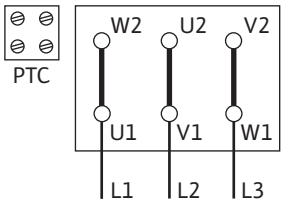

Fig. 14: 三角形电路
- 电源连接取决于电机功率 P2、供电电压和启动方式。接线盒中连接桥所需的电路参见下表以及Fig. 14、15和16。